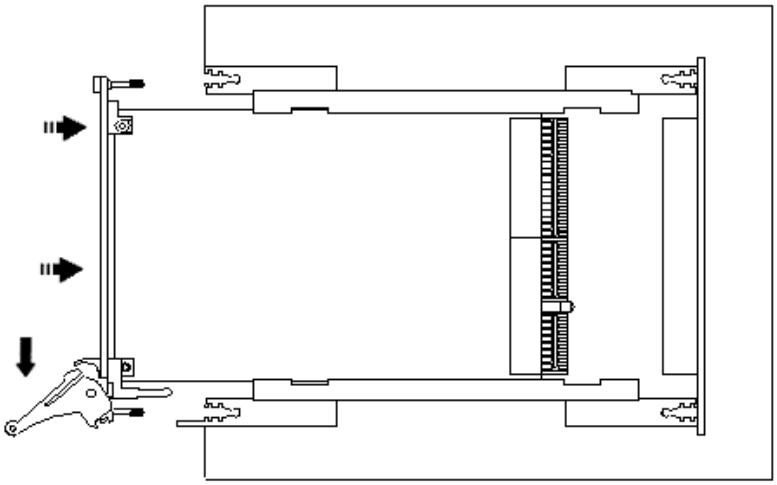

**Figure 3-2: Ejector handles position during module insertion**
4. Carefully slide the PXI board to the rear of the chassis, make sure that the ejector handles are pushed **out** (as shown in Figure 3-2).